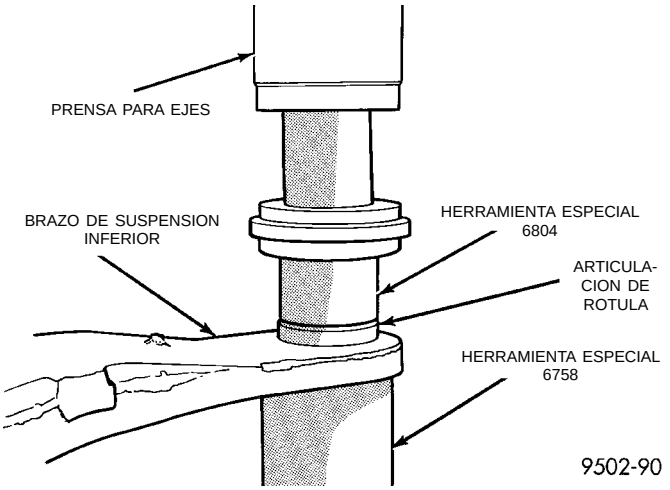

Fig. 68 Desmontaje de la articulación de rótula del brazo de suspensión inferior
(2) Emplace la Cubeta receptora, Herramienta especial 6758 de modo que soporte el brazo de suspensión inferior al desmontar el conjunto de la articulación de rótula (Fig. 68). Coloque el Extractor/Instalador, Herramienta especial 6804 sobre el conjunto de la articulación de rótula (Fig. 68).
(3) Con la prensa para ejes, aplique presión sobre el conjunto de la articulación de rótula para extraerlo completamente del brazo de suspensión inferior.